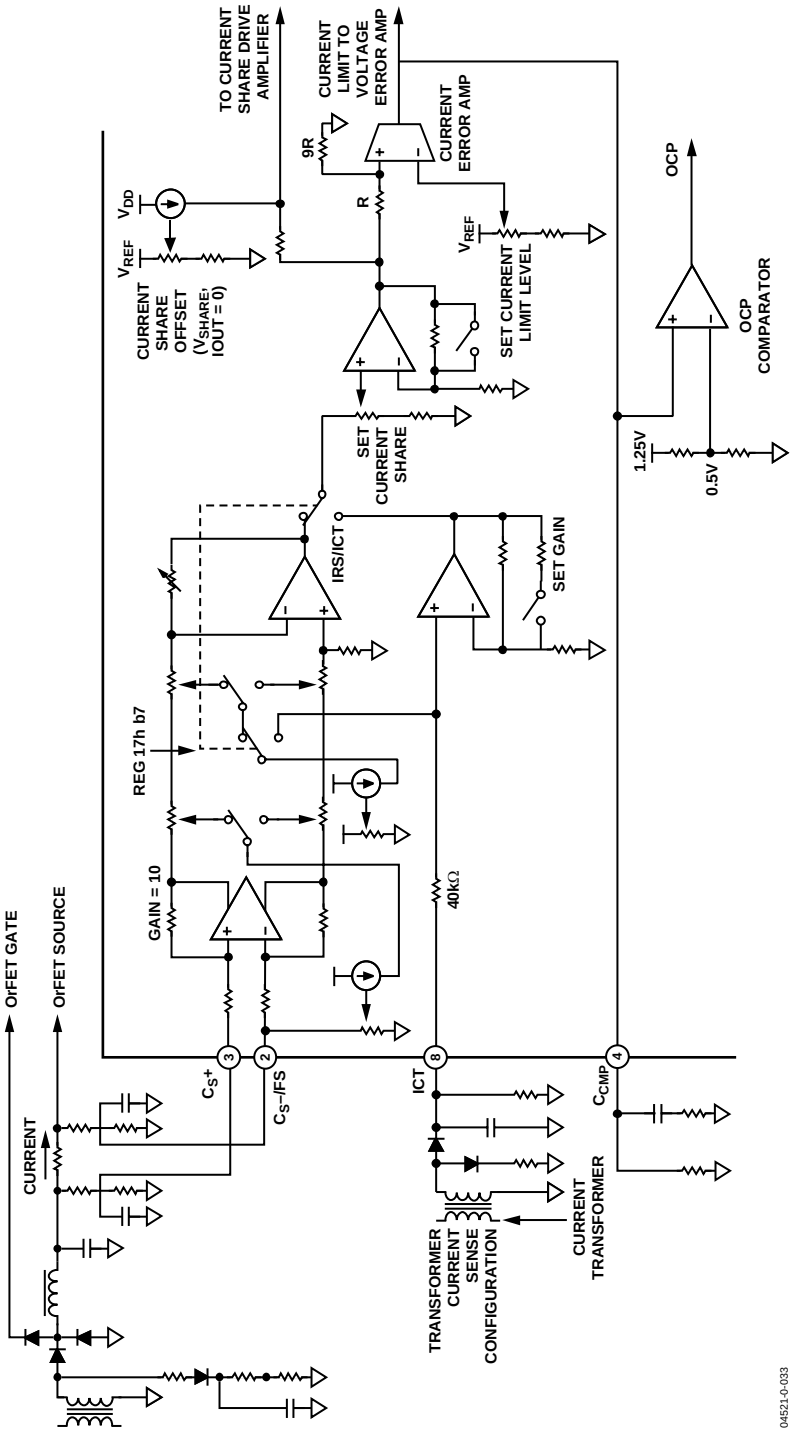

*Figure 13. Current Sense*
Current is typically sensed by a low value resistor in series with the positive output of the power supply, just before the OrFET or diode. For high voltages (12 V and higher), this resistor is usually placed in the negative load. A pair of closely matched voltage dividers connected to Pins 2 and 3 divide the common-mode voltage down to approximately 2.0 V. The divider ratio must be the same as used in the local and remote voltage sense circuits. Alternatively, current may be sensed by a current transformer (CT) connected to Pin 8. The ADM1041 must be configured via the SMBus to select one or the other. See Figure 13.
This offset cancellation is achieved by sourcing a current through a resistance on the ICT pin. The resistor value is 40 kΩ and so for 100 mV of offset cancellation a current of 2.5 μA is required. It is possible to fine trim this current via Register 15h, Bits 4–0, step size 170 nA. For example, 2.5 μA ≈ 15 × 170 nA; so the code for Register 15h is decimal 15 or 0Fh. Refer to the Current Transformer parameter in the Specifications table for more details. See Figure 13.
This is a low gain transconductance amplifier that takes its input from one of the calibrated current stages described previously. The amplifier requires only the output pin for loop compensation, which typically consists of a series RC network to common. A trimmable reference provides a wide range of adjustment for the current limit. When the current signal reaches the reference voltage, the output of the error amplifier comes out of saturation and begins to drive a controlled current source. The control threshold is nominally 1.0 V. This current flows through a resistor in series with the trimmed voltage loop signal and thereby attempts to increase the voltage signal above the 1.5 V reference for that loop. The closed voltage loop reacts by reducing the power supply's output voltage and this results in constant current operation. See Figure 13.